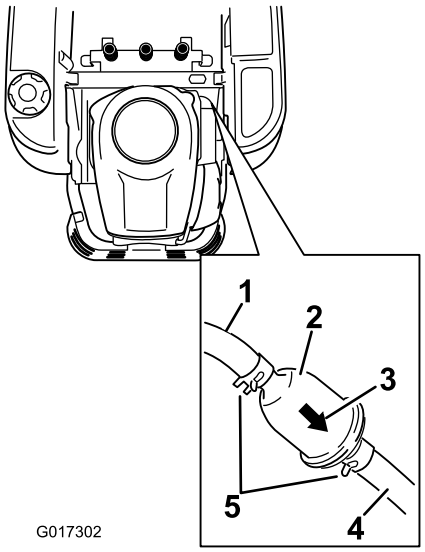

Figur 43
3. Find brændstoffilteret på siden af motoren (Figur 43).
4. Klem slangeklemmernes ender sammen, og skub dem væk fra filteret (Figur 43).
7. Flyt slangeklemmerne tæt på filteret (Figur 43) for at fastholde det.